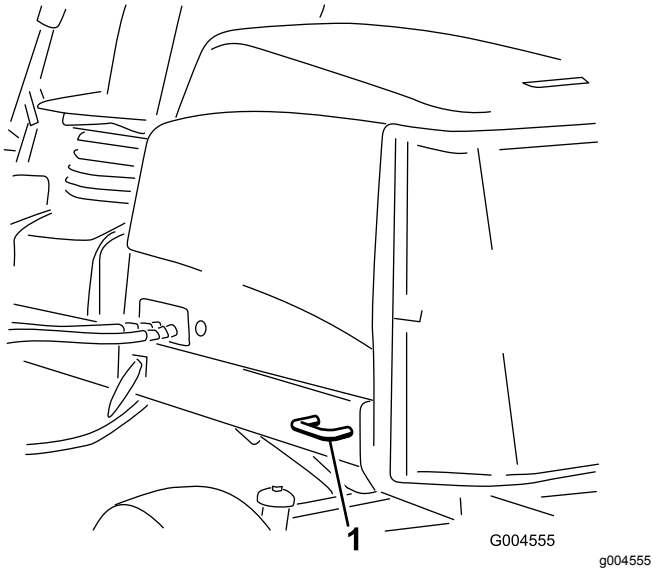

Figura 59
- Traseira – cada lado da máquina na estrutura traseira (Figura 59).